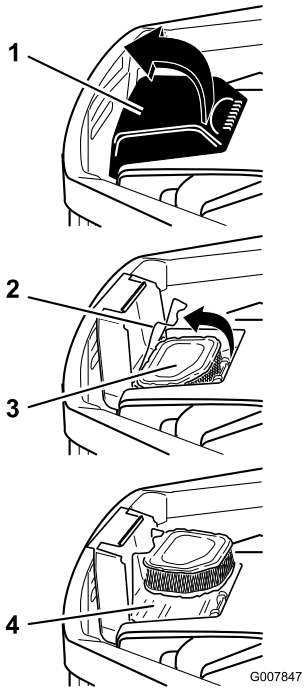

Figuur 30
1. Open de klep van het luchtfilterdeksel op het ventilatorhuis om toegang te krijgen tot het luchtfilterelement (Figuur 30).
2. Maak de sluiting los en verwijder het luchtfilterelement (Figuur 30).